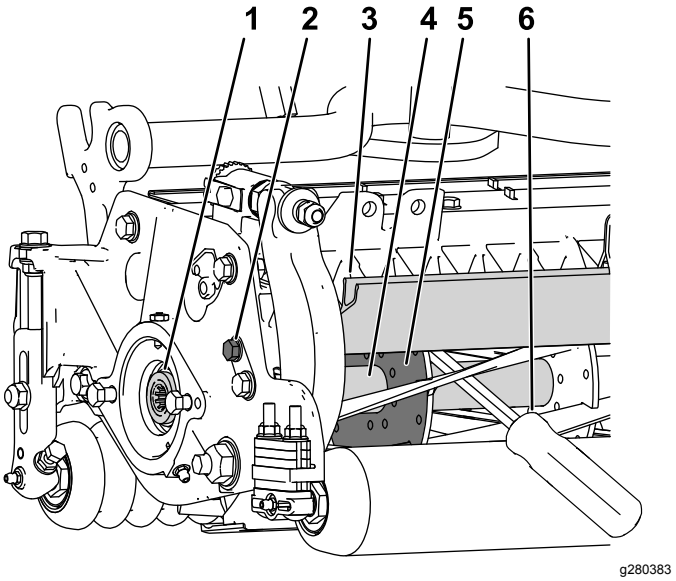

図 30
1. カッティングユニット左側のシールドボルトをゆるめて後シールドを上げる図 30。
2. 長い柄のバール9 mm x 30 cm 程度のドライバータイプのもの。握りのついているものがよいを用意する。バールは、トルク作業を行う側に近い側で、リールの後ろから差し込むようにする図 30。
3. リールサポートプレートの溶接されている側からバールを入れ図 30、